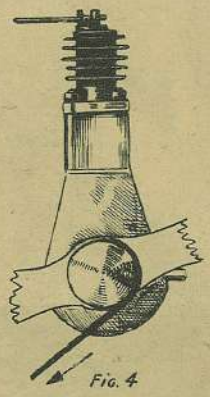

Fig. 4
3) Afferrare con la mano sinistra la leva di regolazione della compressione, e far ruotare l'elica spingendola con due dita in prossimità del mozzo. Questa operazione richiede una certa pratica perchè è necessario raggiungere una buona velocità di lanciamento. (Si può usare per la messa in marcia il sistema della cordicella — fig. 4 — avvolta su apposita scanalatura dell'ogiva. Tirando la cordicella nel senso della freccia il motore ruota velocemente; è lo stesso sistema che si usa per i motori fuoribordo e che facilita sensibilmente la partenza).